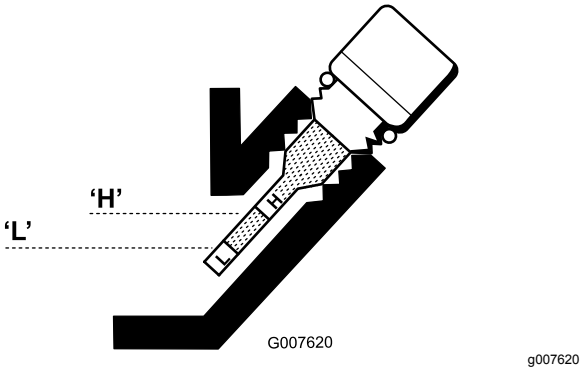

Figur 30
6. Hvis oliestanden er lav, skal du kun fylde så meget olie på, at standen når op mellem H- og L-mærket på målepinden (Figur 30). Kontrollér oliestanden.